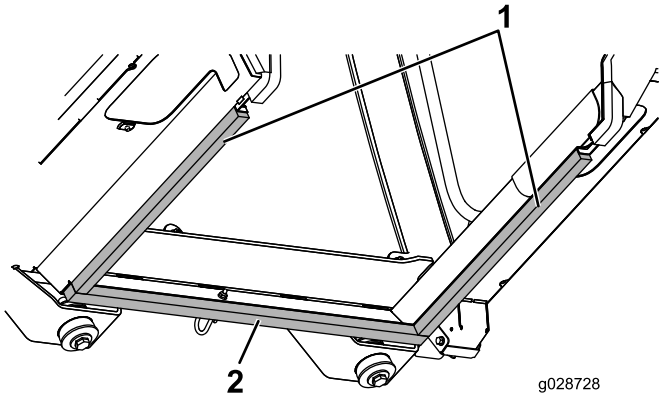

**Rysunek 61**
6. Ustaw przedni element piankowy na środku przedniego panelu (Rysunek 61).
7. Dociśnij przednią krawędź przednich bocznych elementów piankowych do przedniego elementu piankowego i ustaw wewnętrzne krawędzie elementów piankowych równo z wewnętrznymi krawędziami paneli izolacyjnych ramy kabiny (Rysunek 61).